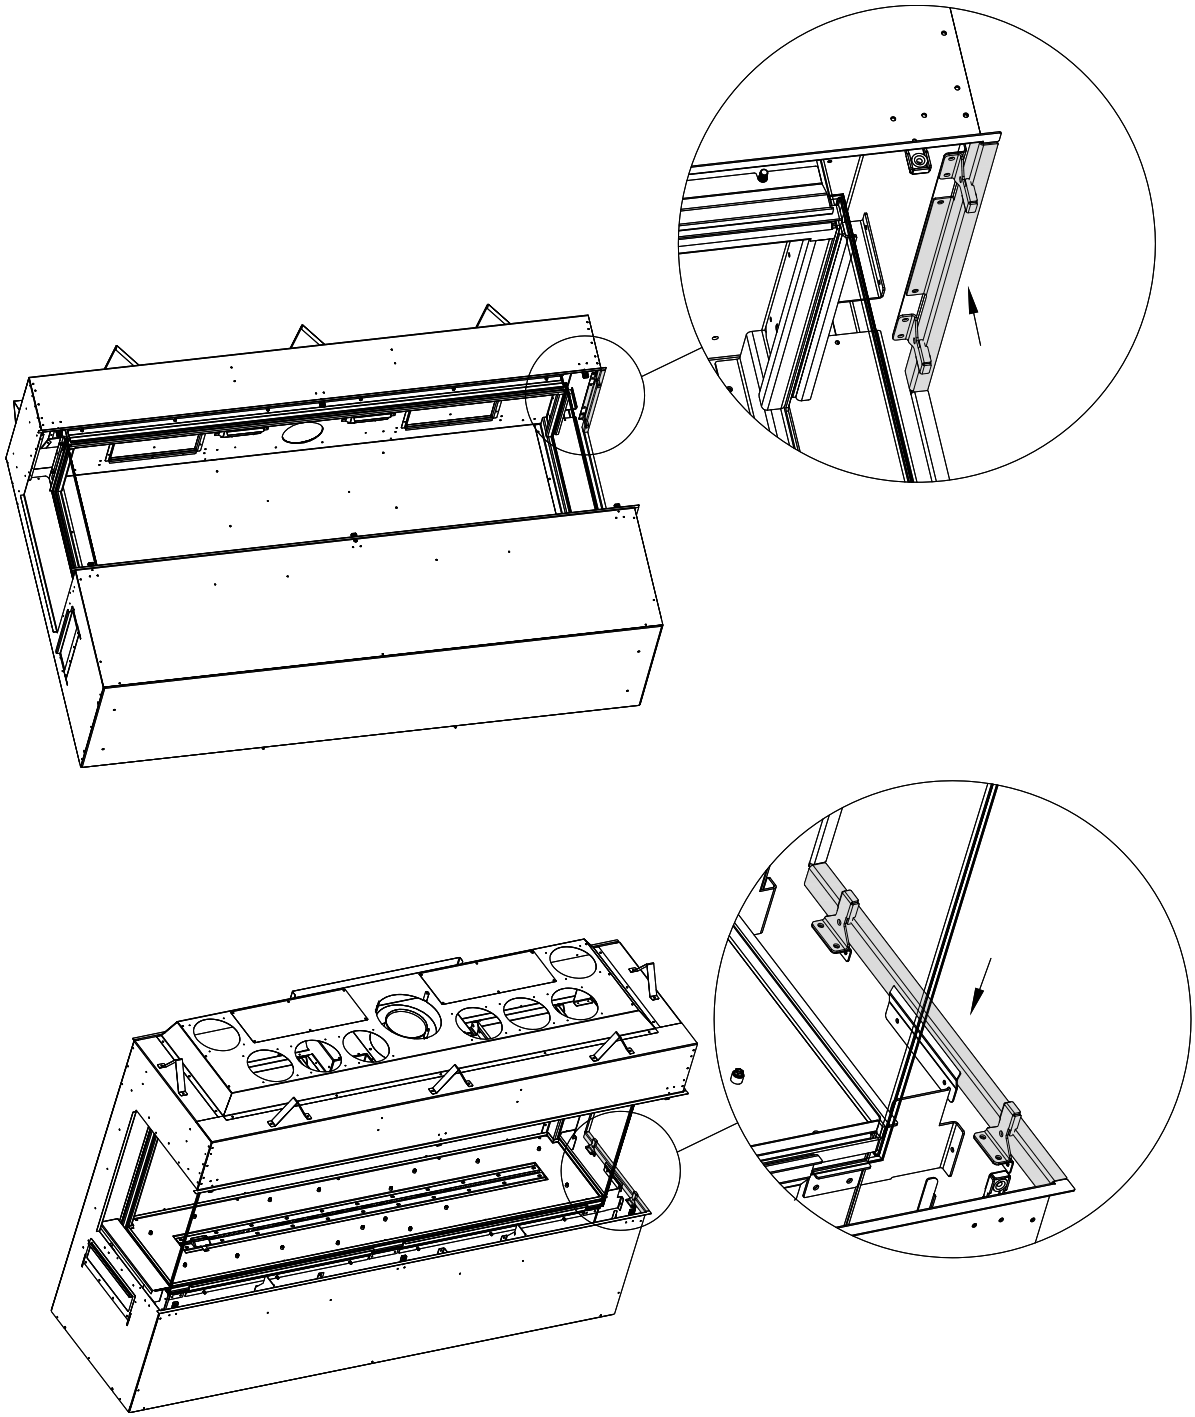

Figure 1.2 - Conversion du foyer
2. Installez la bride du bord de finition supérieur. Assurez-vous que cette bride est centrée et fixez-la avec (2) vis à métal. Installez les (2) brides aimantées supérieures avec (2) vis à métal sur chaque bride. Voir la Figure 1.2
3. Installez la bride du bord de finition inférieur. Cette bride inférieure s'emboîte sous pression, vous devez donc la pousser entre le bord externe du foyer et la bride de rétention. Les brides inférieures aimantées de l'écran pare-étincelles sont munies de tiges autobloquantes (PEM®) que vous devez installer dans les trous, tel que montré à la Figure 1.2. Fixez-les aux tiges autobloquantes avec les écrous 7/16 po fournis.